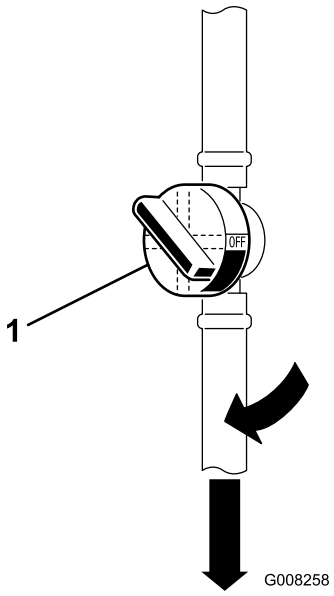

Figur 11
1. Åpne bensinkranen som finnes mellom drivstofftanken og motoren (Figur 11).